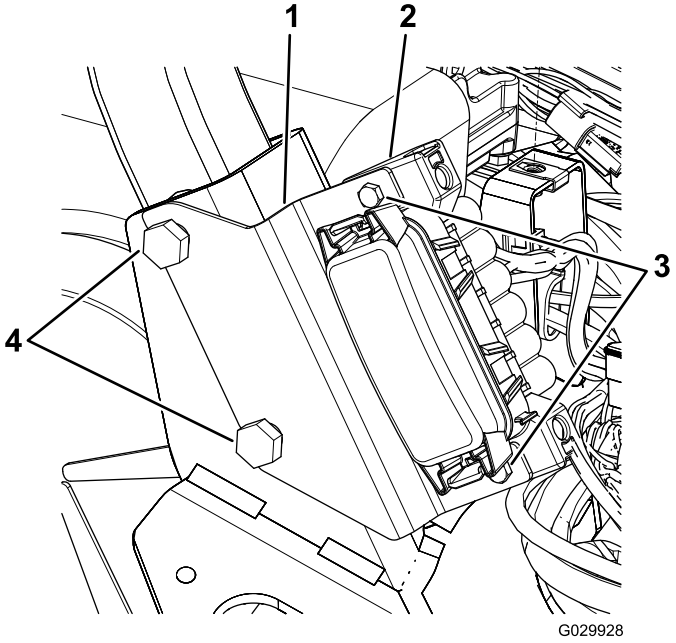

Figur 11
1. Løsn de 2 bolte og møtrikker, som fastgør styrtbøjlens højre side til maskinstellet (Figur 11).
2. Ret rillerne i sikringsblokbeslaget efter boltene som vist i Figur 11.
4. Brug de 2 skruer til at fastgøre sikringsblokken til beslaget (Figur 11).